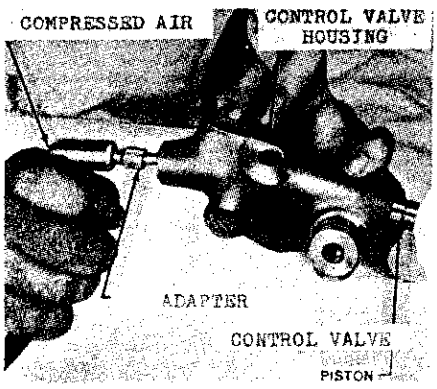

Fig. 360–Removing control valve from housing with air pressure.
(41). Be careful not to lose any adjustment shims from the hollow control valve spool. If valve spool will not readily slide from housing, close the exhaust ports and one of the pressure ports with fingers and apply compressed air to other pressure port as shown in Fig. 360.